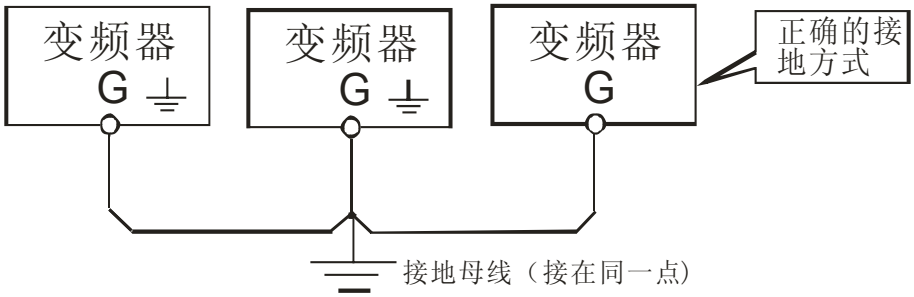

图1-1 变频器接地示意图
- 为了安全起见，变频器的接地端子必须可靠接地,为了避免接地共阻抗干扰的影响，多台变频器的接地要采用一点接地方式，如图1-1所示。